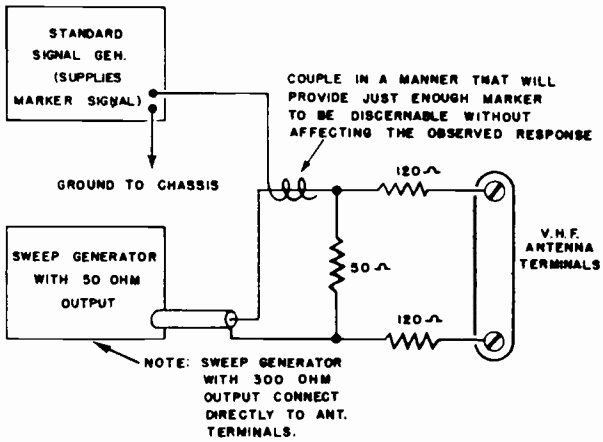

Figure 5 . GENERATOR CONNECTIONS FOR TELEVISION R.F. CHANNEL ALIGNMENT.
1. Connect maker and sweep generator as shown in Figure 5, low side to chassis.